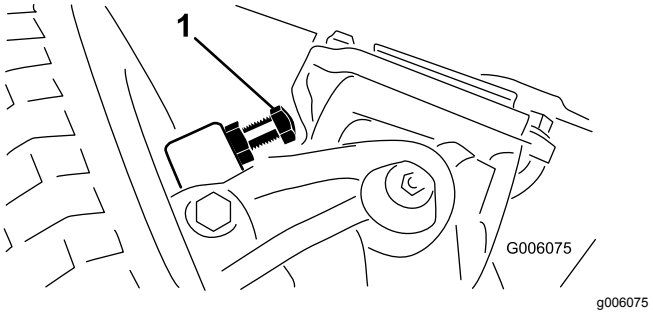

Figuur 69
1. Draai de bouten in of uit totdat de afstand 2,3 mm bedraagt; zie Figuur 69.